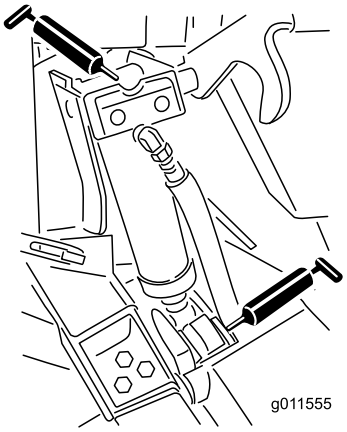

Рисунок 46
- Втулки гидроцилиндров подъема (4 шт.) (Рисунок 46)